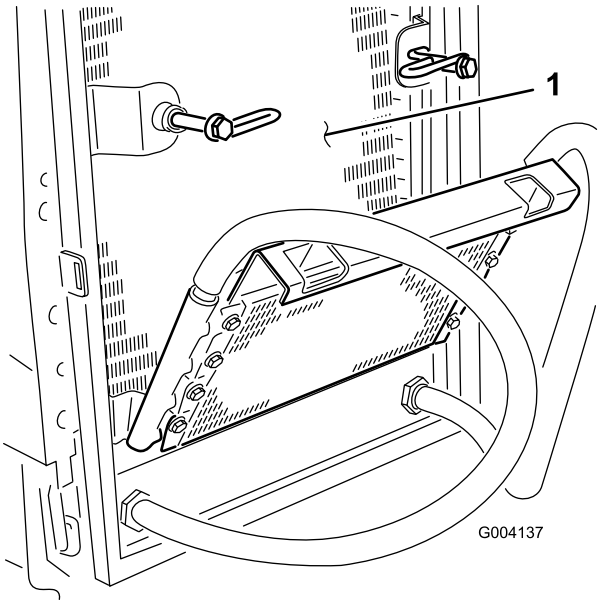

Figuur 68
6. Reinig beide zijden van de oliekoeler en de radiator grondig Figuur 68) met perslucht.